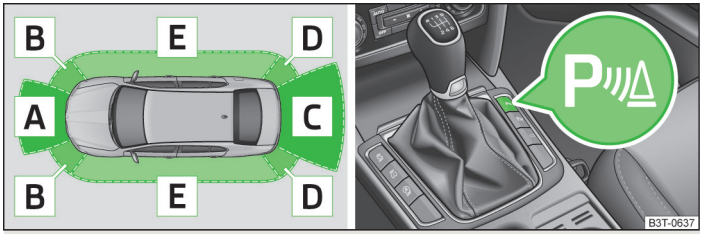

Fig. 132 **Range of sensors / system button**
- If a warning signal sounds for about 3 seconds after activating the system and there is no obstacle close to your car, this indicates a system fault. The fault is also indicated by the P symbol flashing in the » Fig. 132 on page 153 button. Seek help from a specialist garage.
Area » Fig. 132	Range of sensors[a)]
On vehicles equipped with a factory-fitted towing device, only system areas A and B » Fig. 132 are active when towing a trailer.
The system is automatically activated by selecting **reverse gear** or pressing the P » Fig. 132 on page 153 symbol button. The symbol P lights up in the button; activation is confirmed by a brief acoustic signal.